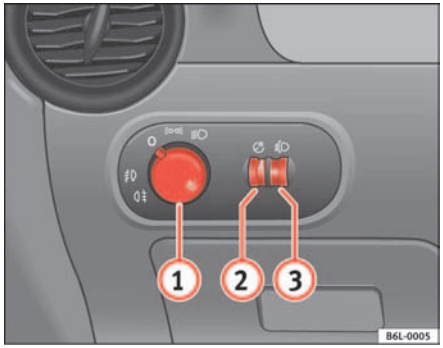

Fig. 55 Detail of the dash panel: Switch for lights, fog lights and rear fog light
– Turn the light switch ⇒ fig. 55 to position ≣D.